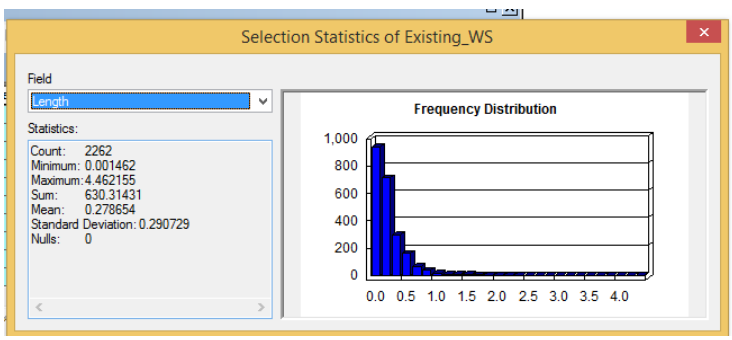

Figure 5.12. Statistics Window
- The statistics of water supply Length of Gulberg sub-division is shown in figure 5.12.
- The frequency distribution bar chart represents the distribution of values graphically is shown in figure 5.12.